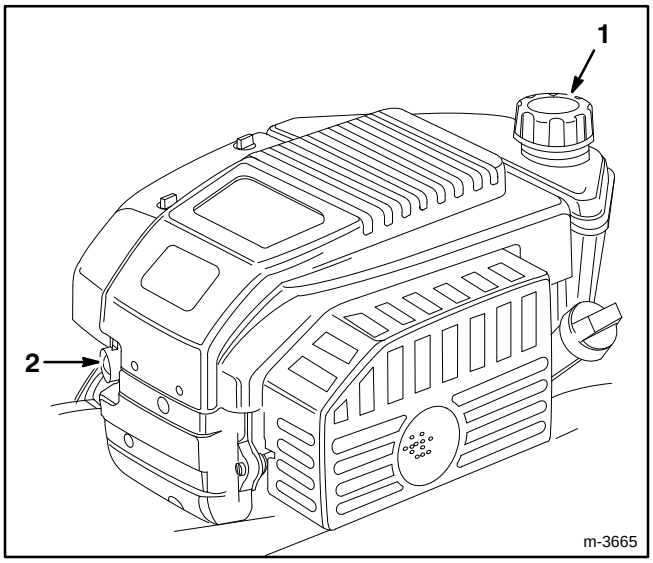

Figure 8
1. Clean around fuel tank cap and remove cap from tank (Fig. 8). Using unleaded gasoline, fill fuel tank to within 6 to 13 mm (1/4 to 1/2 inch) from top of tank, not into filler neck. Do not fill tank full.
3. Push primer three (3) times (Fig. 8). **Wait about two (2) seconds between each push.**